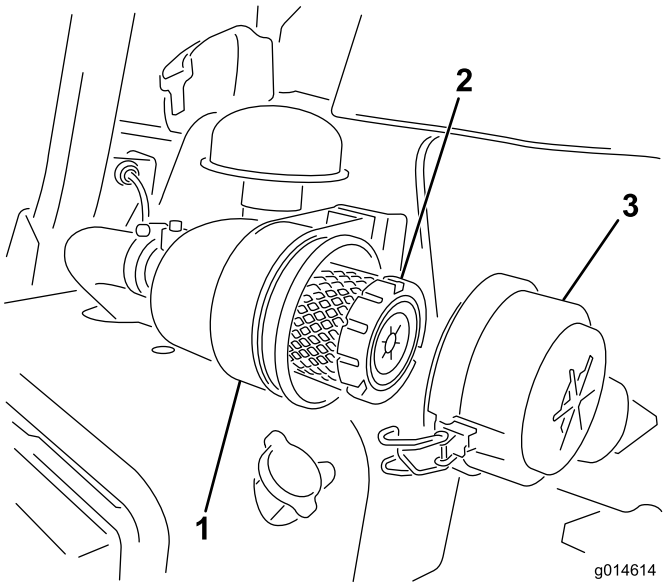

Figuur 42
1. Maak de sluitingen los waarmee het deksel van het luchtfilter is bevestigd aan de luchtfilterbehuizing (Figuur 42).
6. Maak de sluitingen vast (Figuur 42).